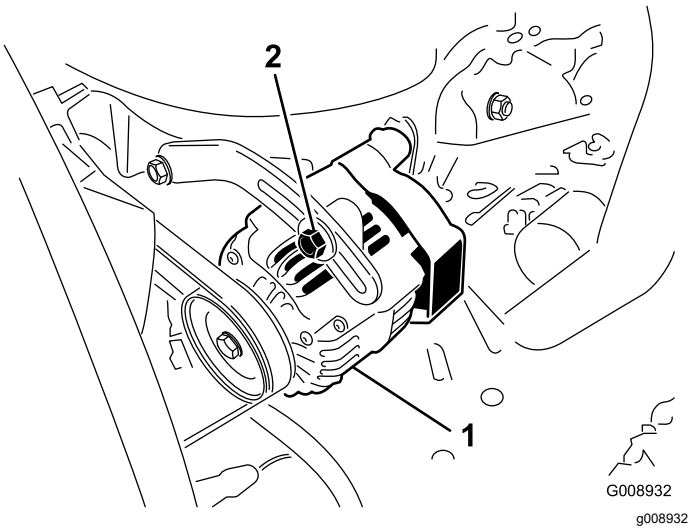

Figur 116
Kontroller remmens tilstand og spænding (Figur 116) efter hver 100 driftstimer.
3. Hvis afbøjningen ikke er 10 mm, skal generatorens monteringsbolte løsnes (Figur 116).